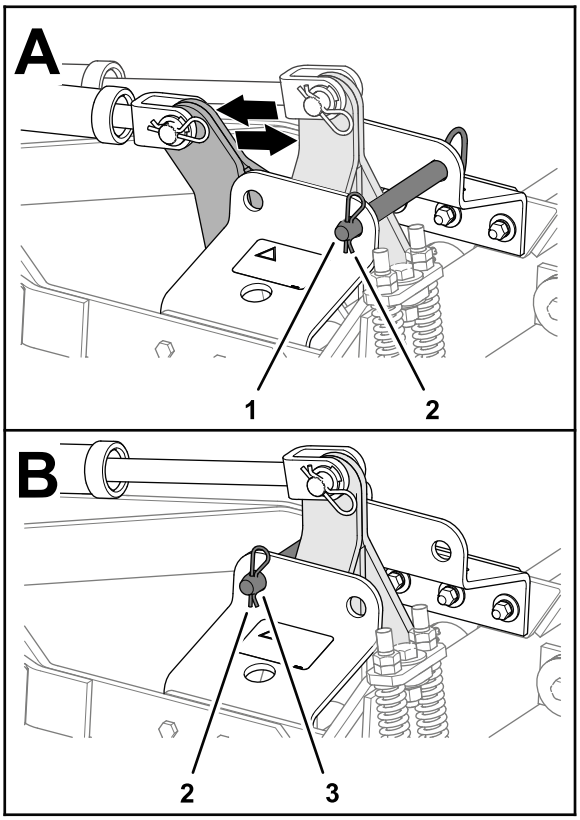

Figuur 22
2. Verwijder de haarspeldveer en zet de vergrendelpen in de achterste gaten (opslag-/beluchtingsstand) in de beugel van de beugel van de grendelstang, en bevestig de vergrendelpen met de haarspeldveer aan de beugel (Figuur 22).
7. Verwijder de haarspeldveer en zet de vergrendelpen in de voorste gaten (transportstand) in de beugel van de grendelstang, en bevestig de vergrendelpen met de haarspeldveer aan de beugel (Figuur 22).